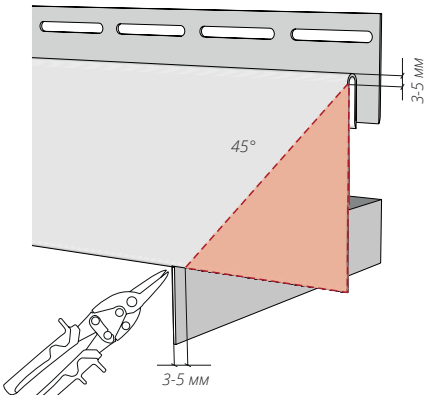
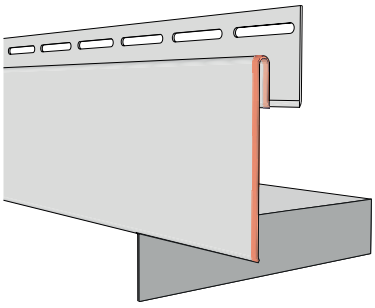
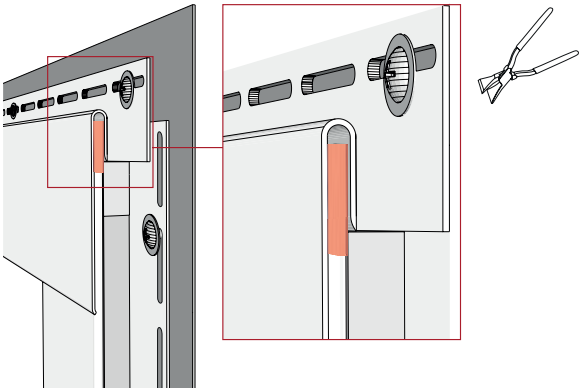

Рисунок 56
Рисунок 65
Рисунок 68
**15.11** Если соединение околооконных планок нужно выполнить под углом 45 градусов, верхнюю околооконную планку с обеих сторон нужно подрезать согласно (рис. 56).
**15.15** После монтажа околооконные и финишные планки должны оставаться подвижными, независимо друг от друга. На рис. 65, 66, 67 показаны части, которые необходимо точечно подогнать. На рис. 68 показана верхняя часть боковой околооконной планки, которую можно поджать, используя клещи прямые, чтобы в месте примыкания был более легкий ход. При резе верхней околооконной планки под угол 45° (рис. 56) использовать поджим не нужно.